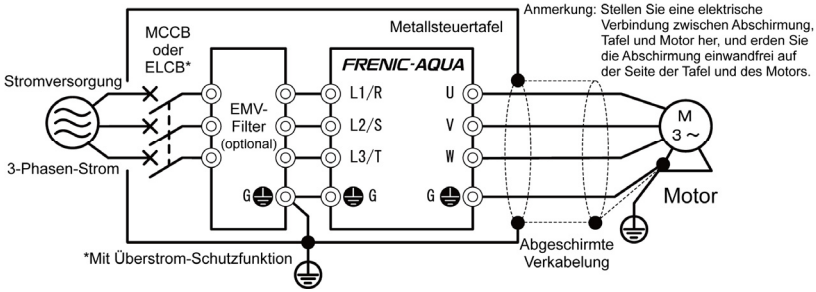

Abbildung 8.3 Einbau in einer Box
5) Wenn ein extern angeschlossener EMV-Filter (optional) verwendet wird, sind Umrichter und Filter auf eine geerdete Metallplatte zu stellen, wie z. B. die Oberfläche einer Tafel, wie in Abbildung 8.3 gezeigt. Falls die Rauschemissionen den Standard überschreiten, den Umrichter und etwaige Peripheriegeräte in eine Metallbox stellen. Für weitere Informationen zur Benutzung des Umrichters in Verbindung mit einem Filter siehe Tabelle 8.4.
Beachten Sie, dass für den Anschluss eines Umrichters an eine industrielle Niederspannungsquelle keine Vorschriften gelten. (Siehe Abb. 8.3)